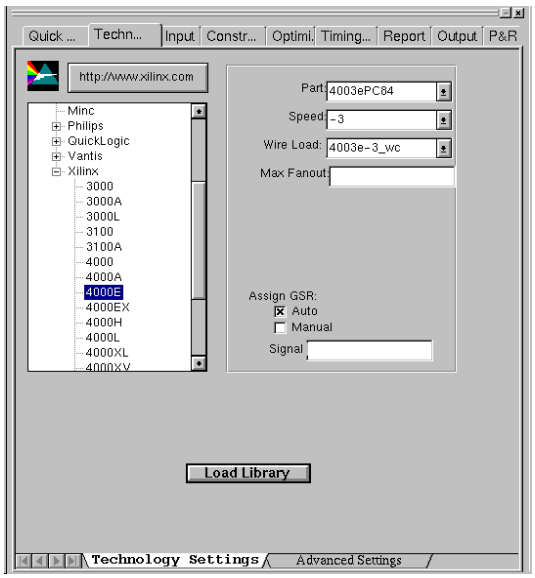

Figure 1-12 Spectrum Level 3 Technology Settings window
4. Click on the technology tab and choose **FPGA** → **Xilinx** → **4000E** and then choose the following options as seen in figure 1-12: